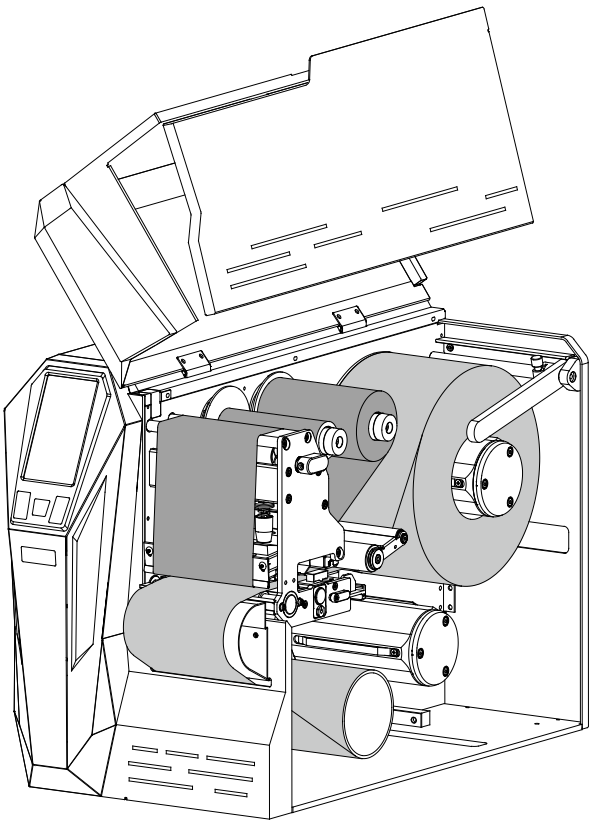

Figure 2-37 Thread the media
8. Refer to the Media Path as shown in Figure 2-7. Thread the media through the opening on the Lower Face Plate, then wrap around a spare core to form a Media Rewind Roll. As shown in Figure 2-37.
9. Print a test page to see whether the printer is connected properly, as shown in Figure 2-37.